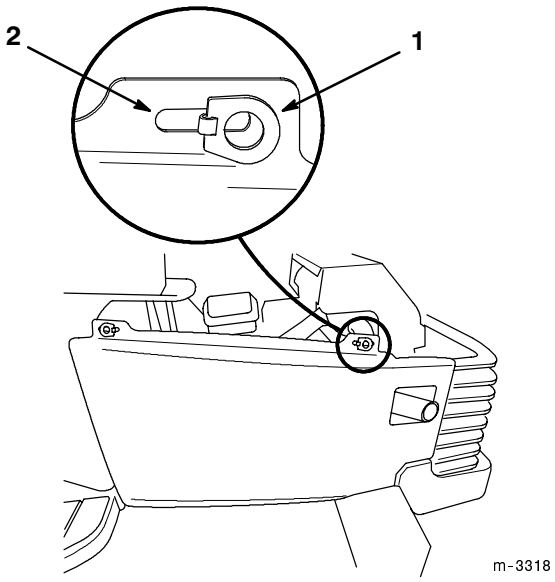

Figure 3
A. Lift up and twist each of the two side panel latches 90˚, or until they line up with the open slot (Fig. 3).